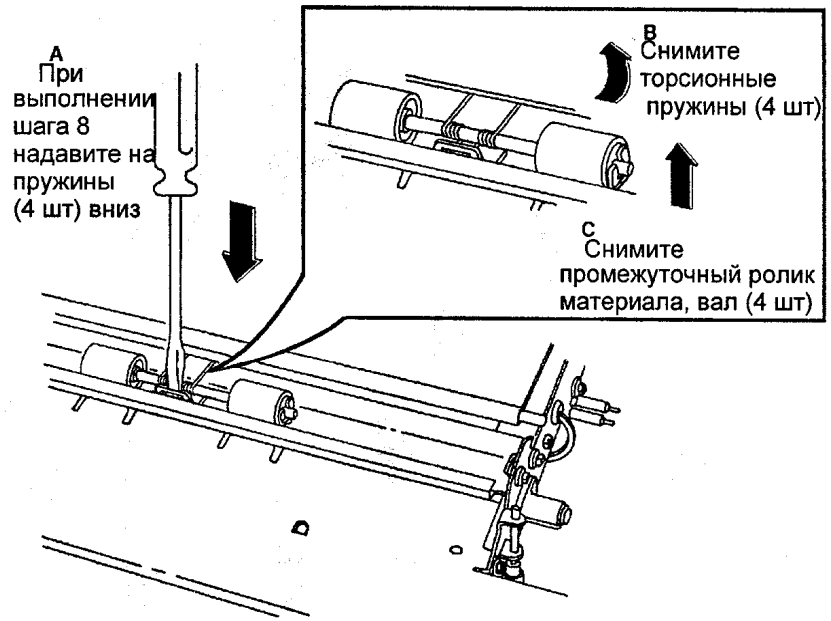

Рис. 1 Снятие нижних роликов подачи материала
6. (РИС. 1): СНИМИТЕ НИЖНИЕ РОЛИКИ ПОДАЧИ МАТЕРИАЛА.